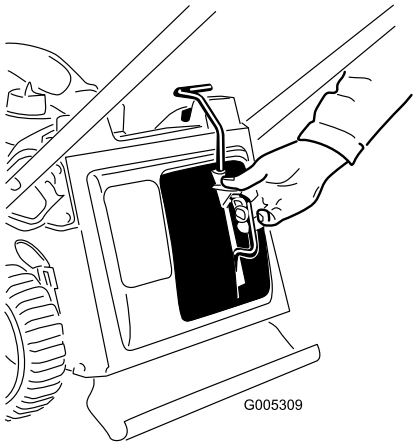
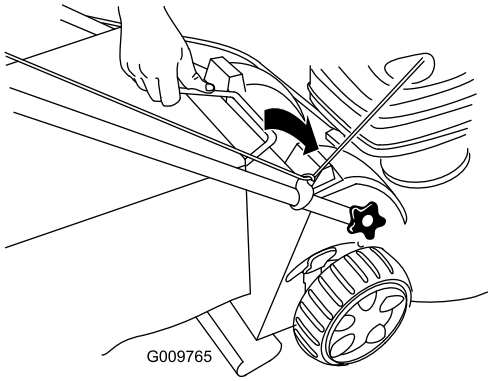

Bild 15
Bild 16
1. Bauen Sie den Mulchverschluss (Bild 15) oder den Fangkorb (Bild 16) am Rasenmäher ein.